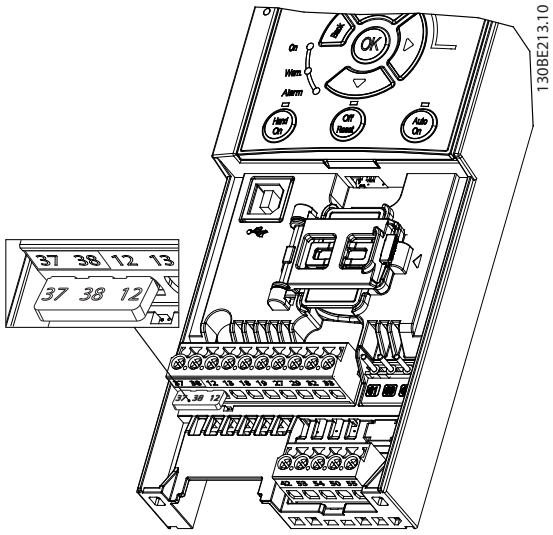

图 6.3 端子 12 (24 V)、37 和 38 之间的跳线
1. 取下控制端子 12 (24 V)、37 和 38 之间的跳线。仅断开该跳线还不足以避免短路。请参阅 *图 6.3* 中的跳线。